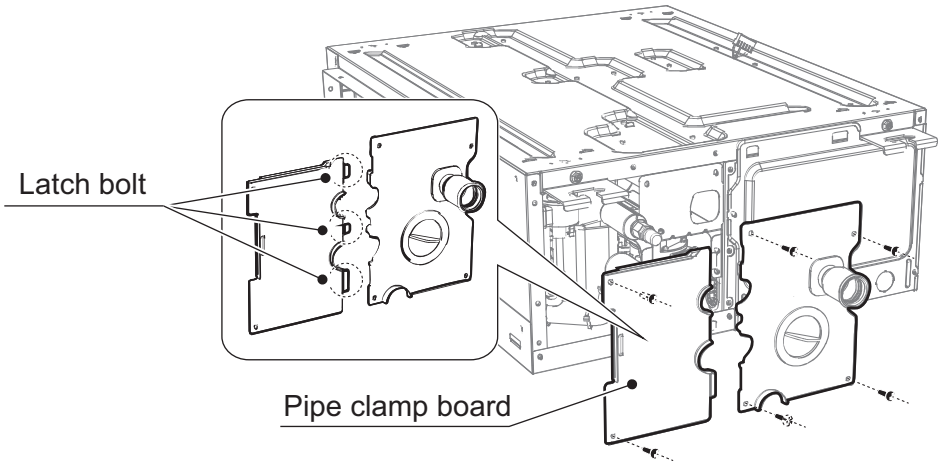

Fig. 104 —Replace Drain Plug Assembly
1. Remove the screws on the water pump cover and pipe clamp board, and then remove the pipe clamp board, as shown in Fig. 104.